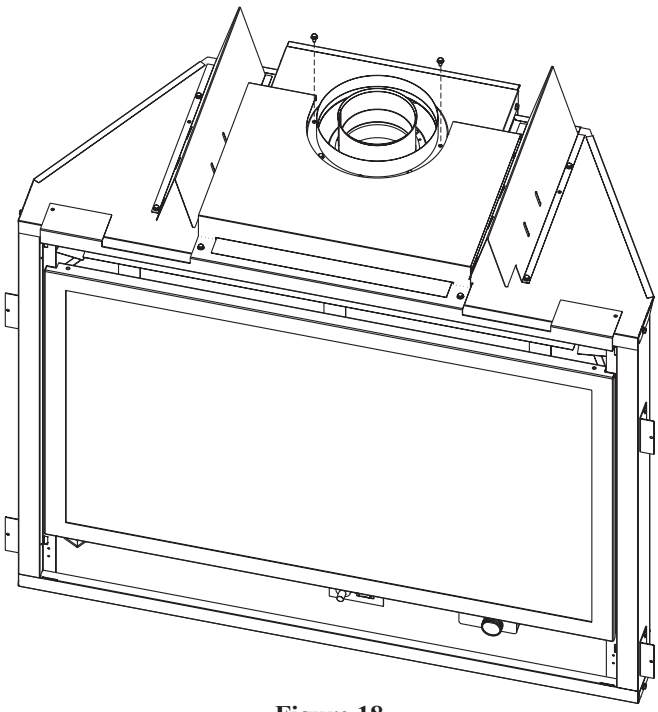

**Figure 18**
2. Remove (2) screws on outside of inlet vent adapter. **See Figure 18.**